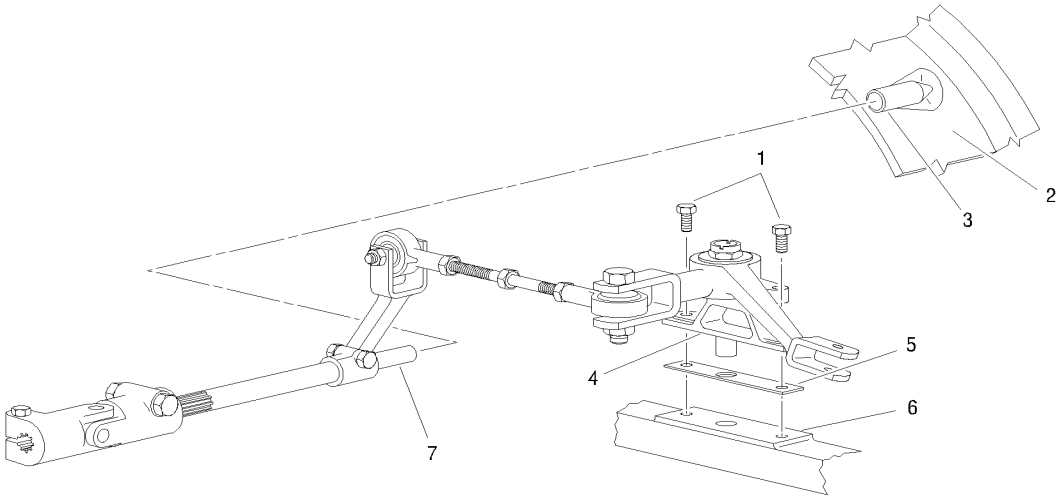

Figure 7. Propeller Control Linkage
g. Remove two bolts (1, figure 7) and lift intermediate prop control bellcrank and lever shaft assembly (4) from reduction gear mounting pad (6). Remove propeller control shaft gasket (5). Remove prop control linkage assembly by disengaging forward propeller control shaft and arm assembly (7) from propeller control shaft pivot bolt and bearing assembly (3).